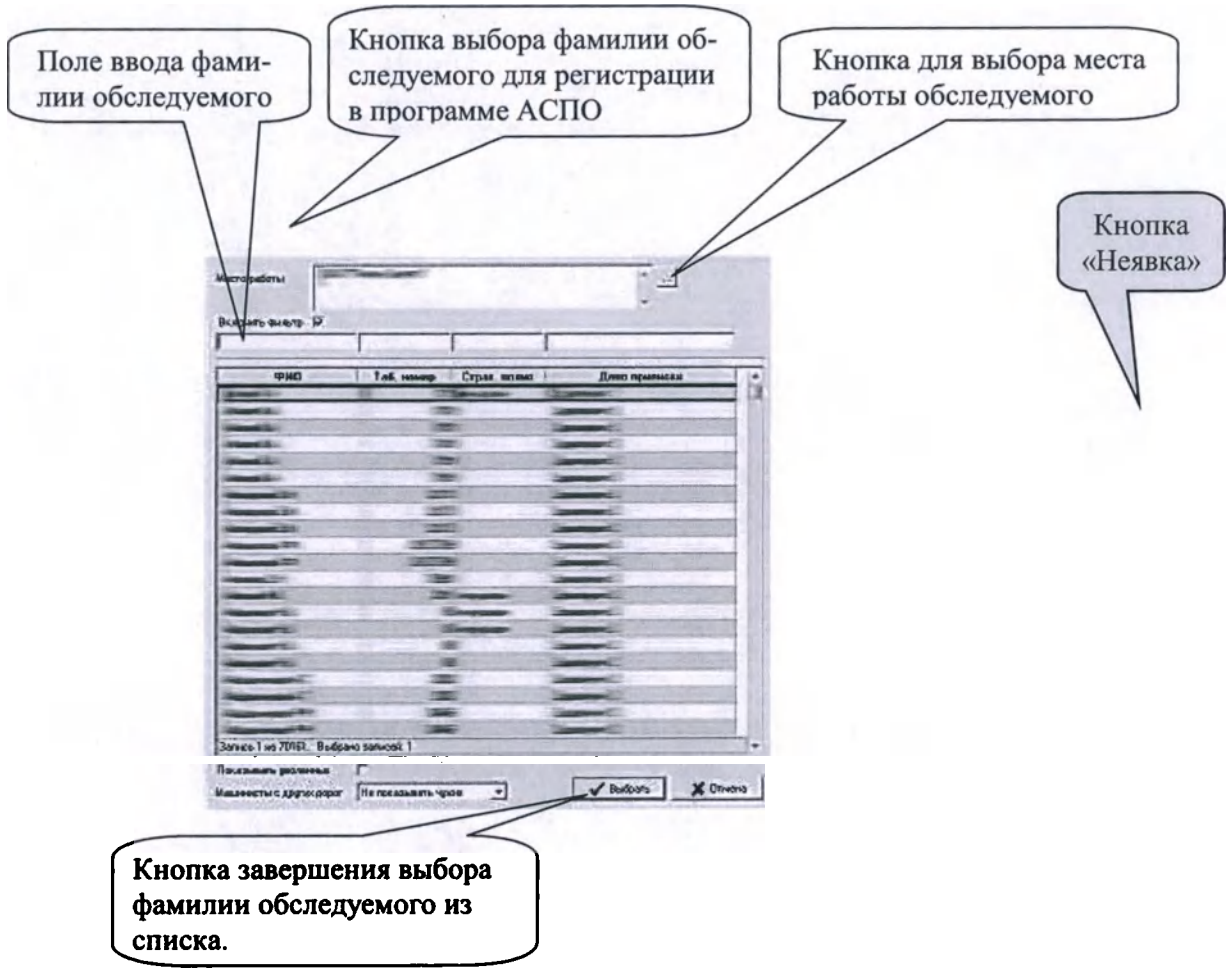

Рисунок 8.2
2.4.4.2 Перед проведением осмотра проведите регистрацию обследуемого в программе. Если в системе установлен считыватель карт, поднесите карту к считывателю и регистрация обследуемого работника произойдет автоматически. Для регистрации в ручном режиме подведите курсор мыши к кнопке Выбор, расположенной в верхней части экрана (рисунок 8.2) и нажмите левую клавишу мыши. На экране появится список обследуемых работников.
2.4.4.6 Если Вы проводите осмотр лиц, которые приписаны к иному месту работы на данном предприятии (это могут быть отделы, службы, депо, автопарки и пр.), нажмите на кнопку [redacted] (рисунок 8.2) и выберите из появившегося списка необходимое место работы, к которому приписан обследуемый. После этого появится список обследуемых, относящихся к требуемому месту работы, из которого уже необходимо выбрать нужную фамилию.